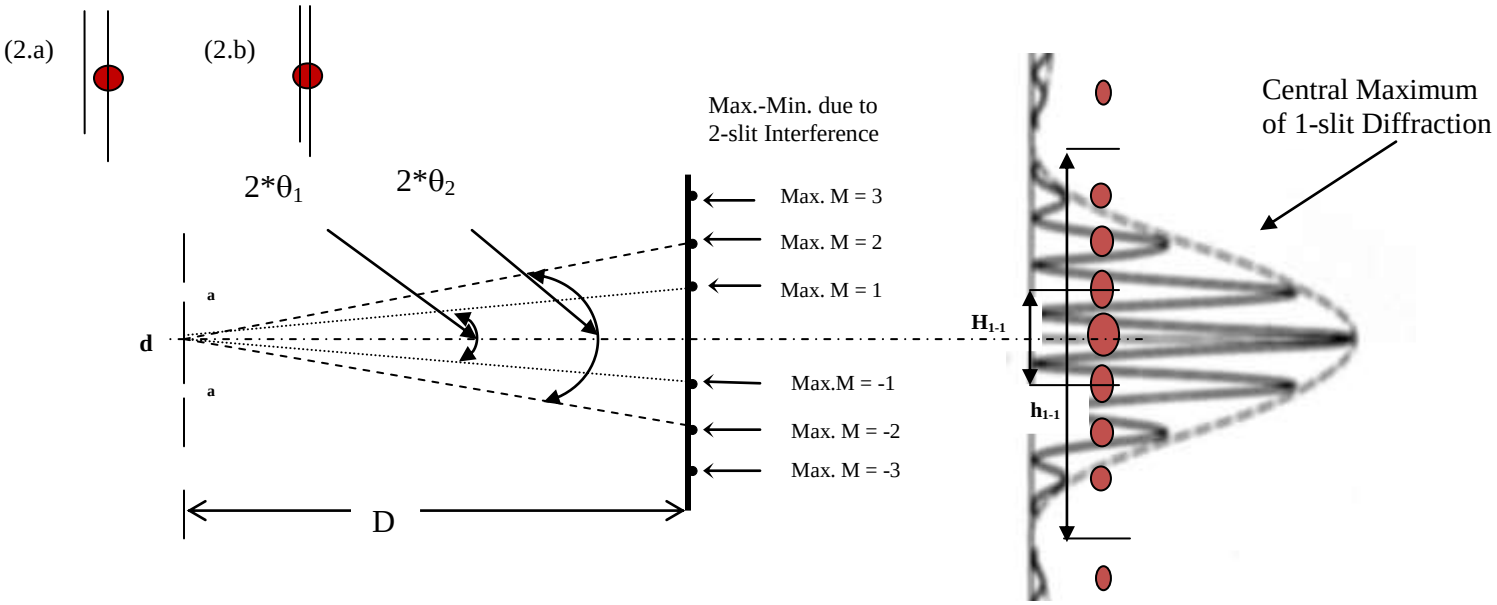

Fig 2
a) Start by measuring the width "a" of a single slit in a set of two. For this, the laser beam must *hit only on one of the two slits set (fig.2.a)*. Use the "wider" set for this experiment. Identify the location of two first (+1/-1) and two second (+2/-2) order ***diffraction minima*** and measure the distance $\mathbf{h_{1\text{-}1}}$, $\mathbf{h_{2\text{-}2}}$ between them. Next, use the expressions (3,4) to find the single slit width thickness "***a***". Repeat measurement for two distances $D^{(1)}$, $D^{(2)}$.
b) To measure the distance between the two slits, the laser beam must *cover both slits (fig.2.b)*. Use the second narrow sets for this experiment. Once you see a clear pattern on the screen, start by identifying the location of central maximum of interference (M=0) and the locations of closest missing orders ±M (*dark instead of expected bright*). Those max of interference are not seen clearly or not seen at all because at their place fall the two first order ***minima of single slit diffraction*** (s = +1/-1). Write this ***order*** $\mathbf{M_{missing}}$ in recorded data.